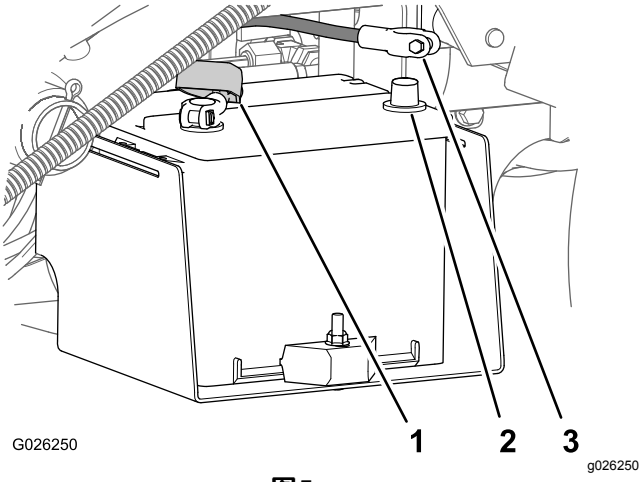

图5
3. 将正极电池接线红色连接到正极+电池端子并用螺栓和螺母固定接线图5。